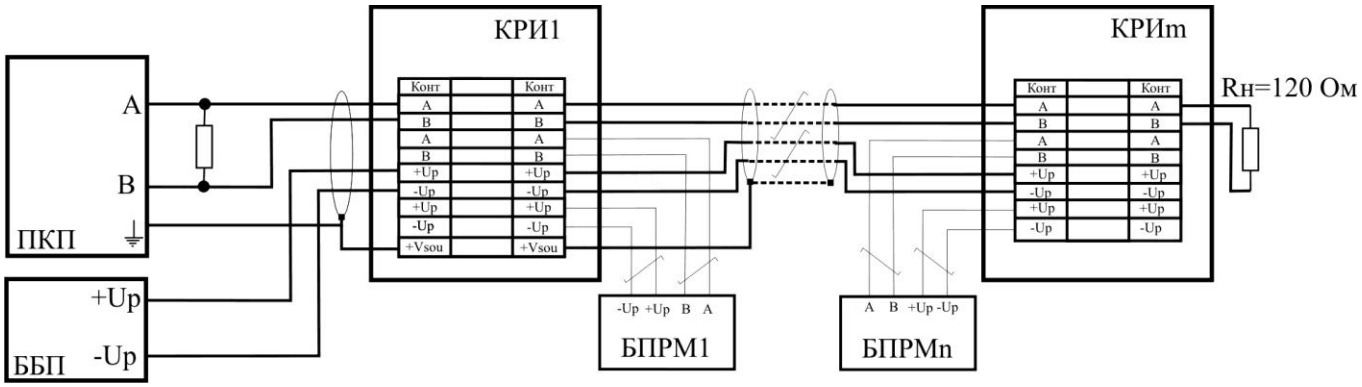

Рис. 4.12
4.14.1 Линия связи должна представлять собой один кабель витой пары (рис. 4.12) этому кабелю присоединяются все БПРМ* извещателей и ППК. Кабели соединяющие линию связи с БПРМ (ответвления) должны быть как можно короче.